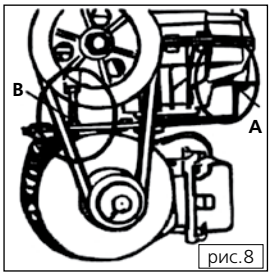

рис.8
- Смазывайте штоки воздушных цилиндров смазочным маслом **(рис. 8)**.